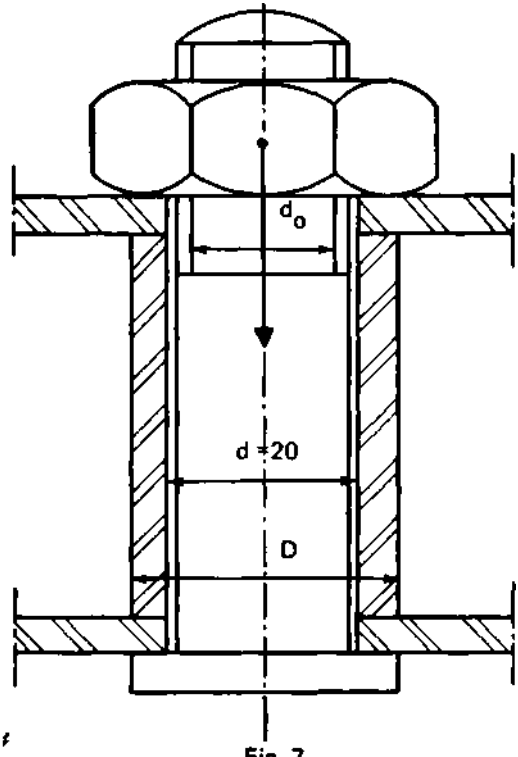

Fig. 7
6. No desenho (Fig. 7) temos uma bucha de aço ABNT 1010 com diâmetro interno d = 20 mm, diâmetro externo D. O parafuso é de aço ABNT 1030 e o diâmetro do fundo da rosca é d_0 .